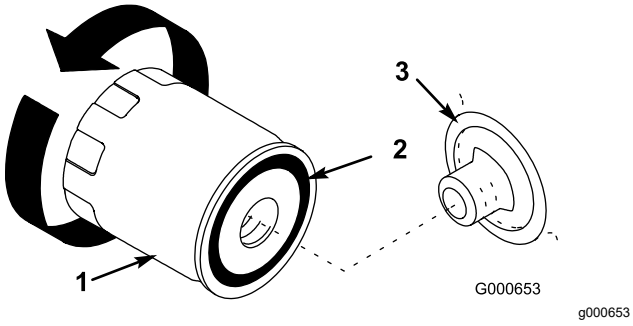

**Figuur 27**
7. Verwijder het oude filter en veeg de pakking van het filtertussenstuk (Figuur 27) schoon.
10. Smeer een dun laagje schone olie op de rubberen pakking van het nieuwe filter (Figuur 27).
11. Plaats het nieuwe filter op het filtertussenstuk. Draai het oliefilter rechtsom totdat de rubberen pakking contact maakt met het filtertussenstuk. Draai het filter vervolgens nog eens ½ slag (Figuur 27).